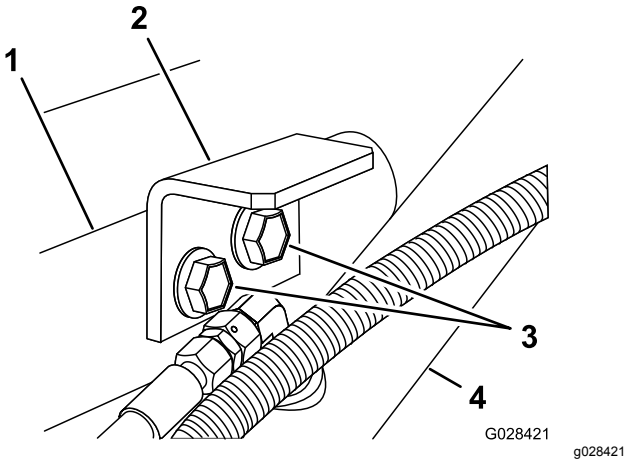

Figur 7
3. Fest holdebrakettene til støttebraketten og rammen med de to flenshodeboltene og flenslåsemutterne som du fjernet i trinn 1 (Figur 7).